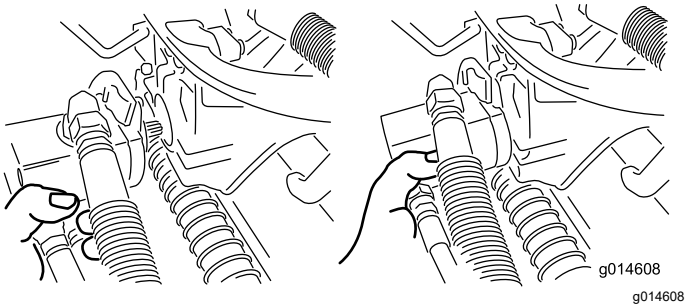

Figuur 52
3. Zet de motor in de opbergruimte op de voorkant van de ophangarm (Figuur 52).